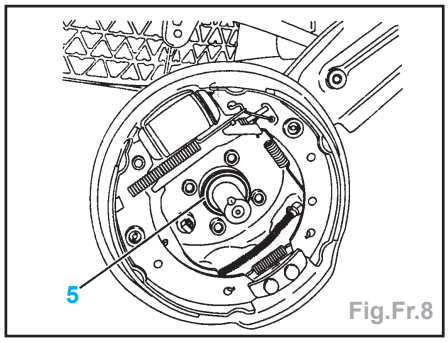

Fig.Fr.8
- la rondelle (2),
- le tambour (4),
- Déposer le joint (5) (Fig.Fr.8).